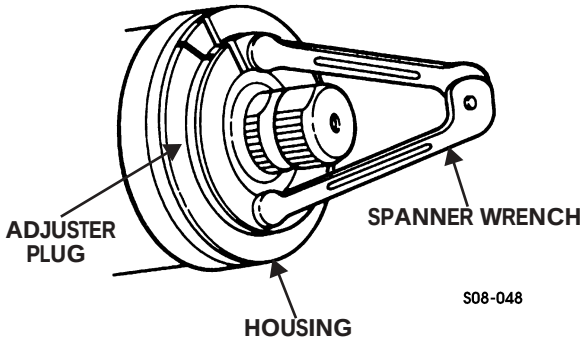

Figure 8-59: Housing and Adjuster Plug Faces
3. Match mark on housing and adjuster plug face (Figure 8-59).